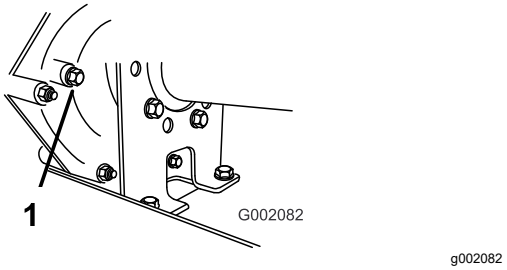

Figur 56
2. Ta bort bulten från nivåindikeringshålet (Figur 56).